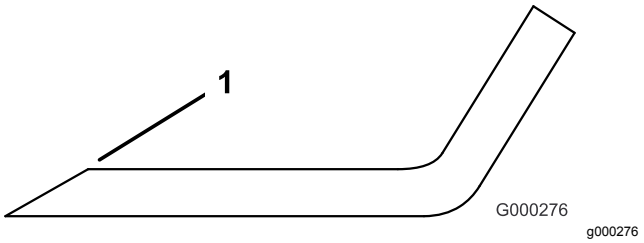

Figur 92
3. Undersøk eggene på alle kniver, og kvess eggene hvis de er sløve eller det er hakk i dem (Figur 92).
Merk: Slip bare den øvre delen av kniveggen, og oppretthold den originale klippevinkelen, for å sørge for at kniven forblir skarp (Figur 92). Kniven opprettholder balansen hvis like mye metall fjernes fra begge kniveggene.